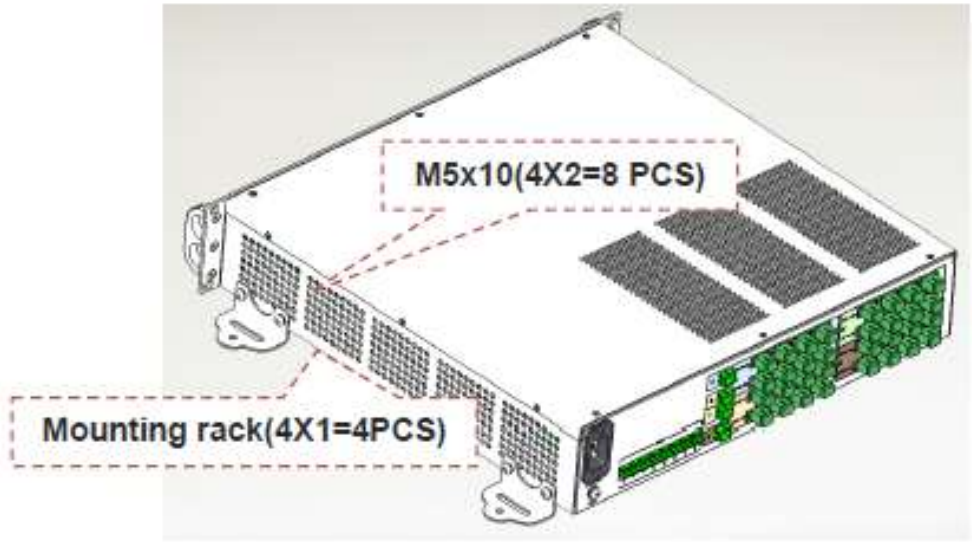

Figure 3-10 Install the mounting support rack
2. Fix the mounting rack onto the NEU by tightening with M5x10 reference to Figure 3-10.